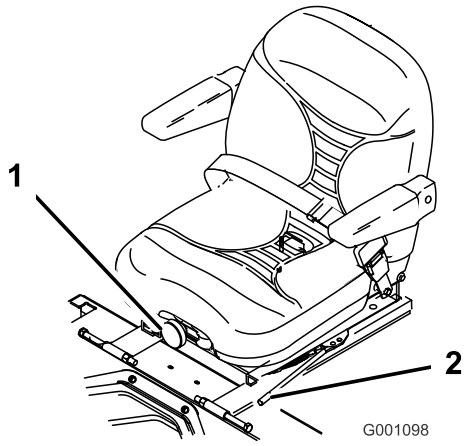

Figuur 24
1. Om de bestuurdersstoel in te stellen, moet u de instelhendel zijwaarts bewegen. Hiermee ontgrendelt u de stoel (Figuur 24).
Om de stoel te verstellen, draait u de knop in een van beide richtingen om de meest comfortabele positie te verkrijgen (Figuur 24).